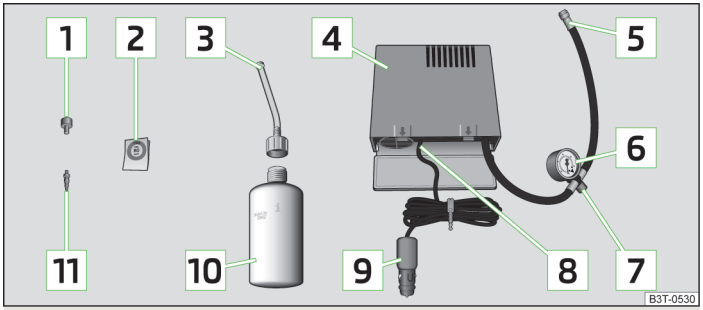

Fig. 183 **Components of the breakdown kit**
- Stick the sticker 2 » Fig. 183 on page 233 on the dash panel in view of the driver.
- Forcefully shake the tyre inflator bottle 10 » Fig. 183 on page 233 several times.
› Screw the tyre inflation hose 5 » Fig. 183 on page 233 of the air compressor firmly onto the tyre valve.